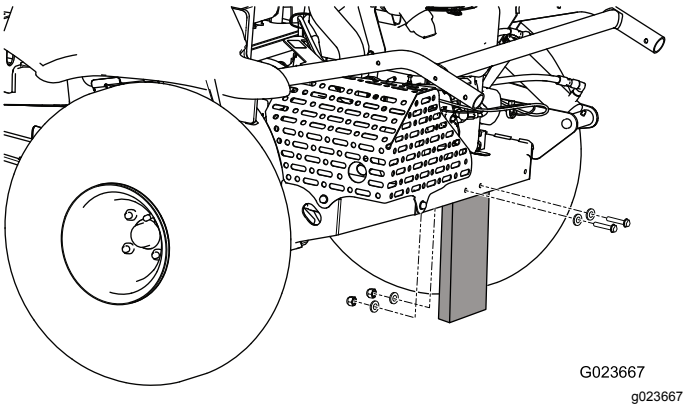

**Figur 3**
2. Fjern de møtrikker, bolte og spændeskiver, der fastgør forsendelsesbrættet til maskinens bagende (Figur 3).